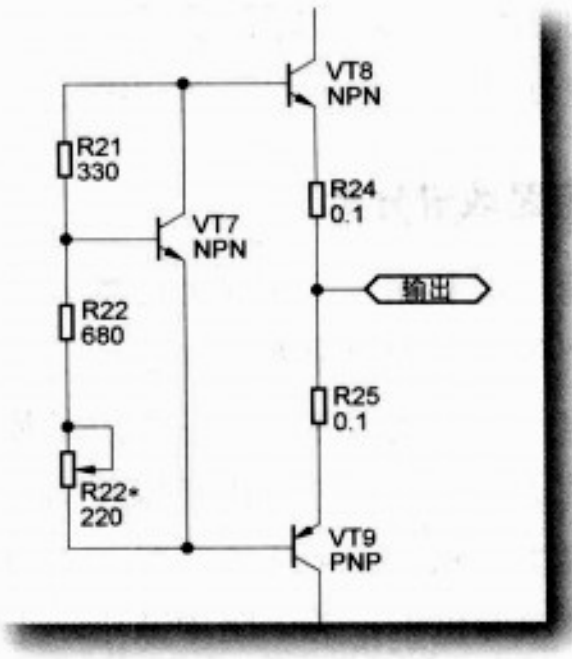

图6
4. 末级电流放大级VT8、VT9的偏压可由温度补偿三极管VT7来控制，通过可调节电阻R22来实现。在调整时，最好不要将R22直接换上可变电位器。因为若可变电位器调节为零时，VT7截止、U_{ce7}很大，此时输出三极管偏压升得很高，静态工作偏流升得很大，会导致VT8、VT9损坏。因此，稳妥的调整方法是采用一只固定电阻与一只滑动可调电阻串联，即$R22+R22*$，具体连接如图6所示。